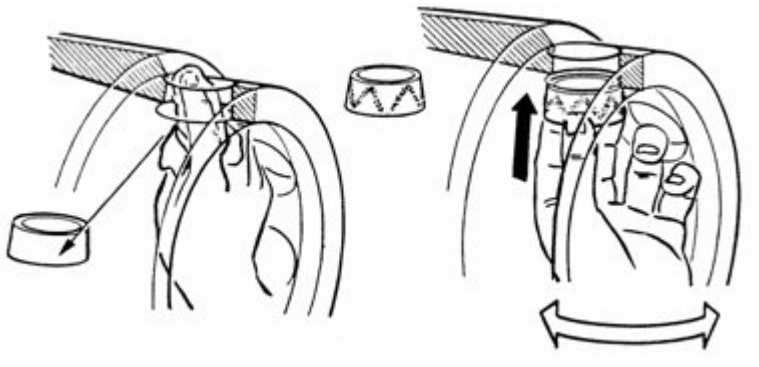

Рисунок 6-29 Установка втулки разгрузочного отверстия
3. Для установки втулок разгрузочных отверстий, очистить внешнюю поверхность новых втулок и внутреннюю посадочную поверхность на барабане. Нанести тонкий слой смазки Loctite 270 на поверхность втулки. Вставить втулку в отверстие и повернуть для равномерного распределения смазки Loctite. Прижать втулку. Эксплуатационная прочность достигается через 20 минут; максимальная – через 3 часа. См. Рисунок 6-29.